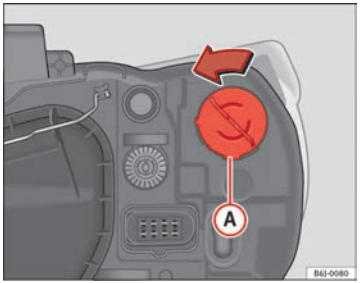

Fig. 144 Single turn signal lamp
– Turn bulb holder ⇒ Fig. 144 (A) to the left and pull.